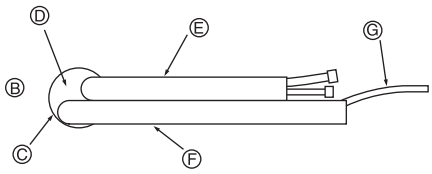

Fig. 3-5
②-① Bei der Rohrleitung links hinten die Rohre aus dem Loch herausziehen, um ihre richtige Länge festzulegen. Binden Sie sie dann zusammen. Die Innenanlage sollte an der Wandbefestigung hängen. (Fig. 3-5)